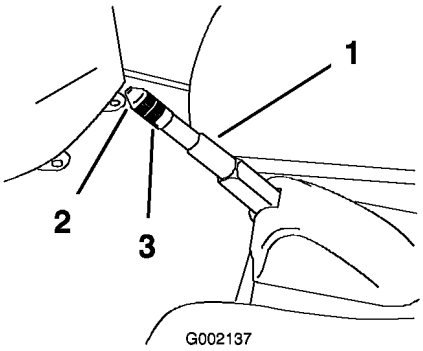

Figur 51
2. Lossa ställskruven som fäster ratten på parkeringsbromsspaken (Figur 51).